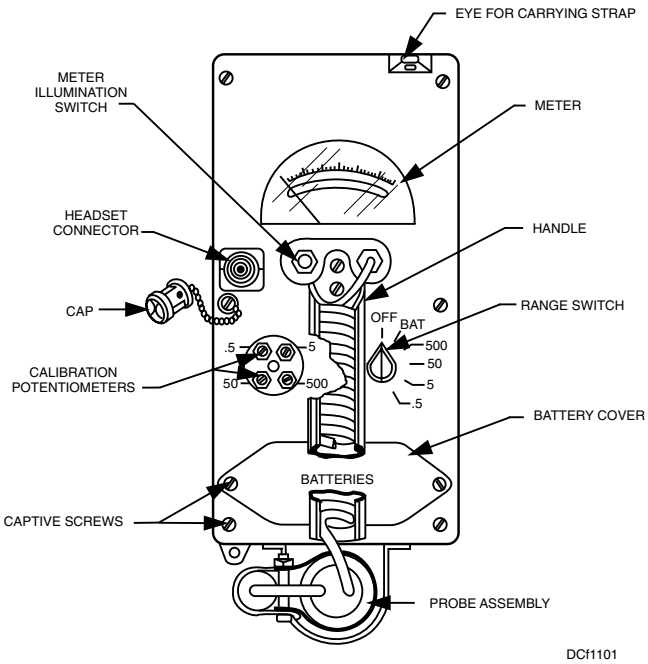

Figure 11-1. AN/PDR-27S radiac meter.
The AN/PDR-27 (series J through S) shown in figure 11-1 is a portable, watertight, battery-powered, low-range survey radiac. Two Geiger-Mueller (GM) tubes are mounted in an extendable probe. A spare GM tube set is included in the carrying case. The probe is fitted with a beta shield. Six alkaline D-cell batteries (BA-3030/u) power the unit. If the alkaline batteries are unavailable, you may use carbon-zinc, D-cell batteries (BA-30). The AN/PDR-27 provides both visual and audible indications of gamma and beta radiation levels. The visual indication is shown on a meter. The audible indication is heard through a headset. The radiation measurement is in milliroentgens per hour (mR/hr). The unit is capable of detecting and measuring gamma radiation when the beta shield is in place. It is also capable of detecting beta and gamma radiation simultaneously when the beta shield is removed. There are four linear scales on the AN/PDR-27. The scales are 0 to 0.5 mR/hr, 0 to 5 mR/hr, 0 to 50 mR/hr, and 0 to 500 mR/hr. Beta radiation can be detected on the lower two scales only. The -27 can detect and measure gamma, but it can only detect beta.